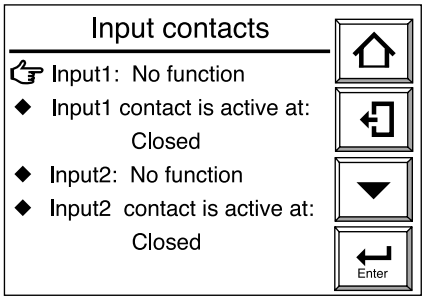

Figura 8.11 Display Contatti d'ingresso
(1) Premere il tasto Configurazione nel display base per visualizzare il display Esecuzione/Configurazione.
(2) Selezionare Setup nel display Esecuzione/Configurazione per visualizzare il display "Commissioning" (Configurazione).
(3) Selezionare la configurazione Contatti nel display "Commissioning" (Configurazione).
(4) Selezionare Input contacts nel display Contact setup. Viene visualizzato il display Input contacts illustrato nella figura 8.11.